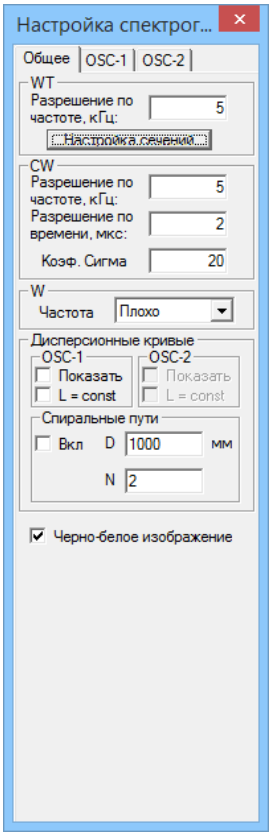
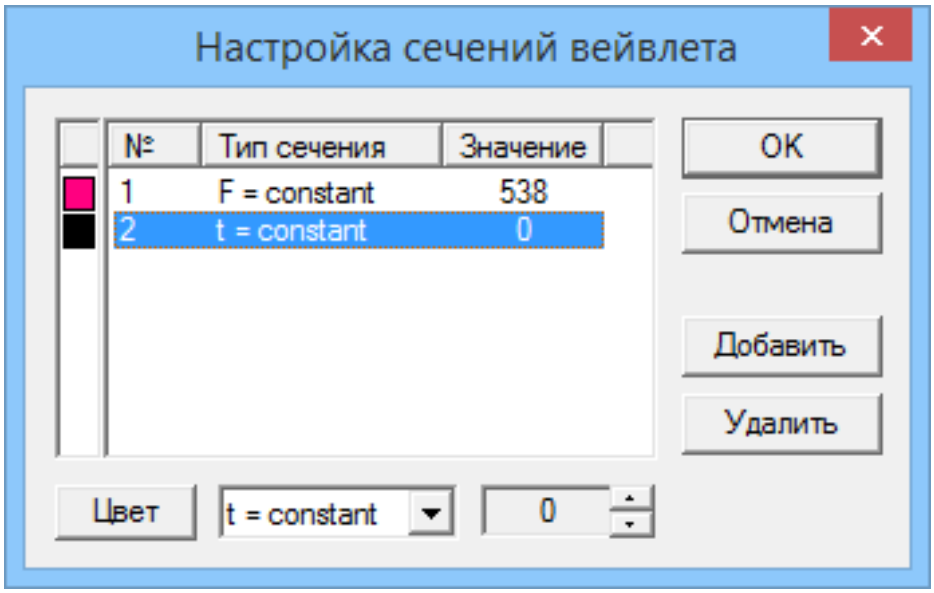

Рис. 16.2. Диалоговое окно **Настройка спектрограмм**, вкладка **Общее**
Рис. 16.3. Диалоговое окно **Настройка сечений вейвлета**
Для настройки параметров вычисления и визуализации спектрограмм следует выбрать команду главного меню **Вид – Настройка спектрограммы**, либо воспользоваться кнопкой SG на панели инструментов. После этого появляется диалоговая панель **Настройка спектрограмм** (рис. 16.2), открытая на вкладке **Общее**.
- Кнопка **Настройка сечений**, при нажатии на которую открывается диалоговое окно настройки сечений вейвлета (рис. 16.3). Подробное описание настройки сечений приведено далее в главе *«Настройка сечений»*.
Для настройки сечений необходимо нажать кнопку **Настройка сечений** в группе **WT** в диалоговом окне **Настройка спектрограмм** на вкладке **Общее** (рис. 16.2). После этого открывается диалоговое окно **Настройка сечений вейвлета** (рис. 16.3), в котором задаются параметры сечений.